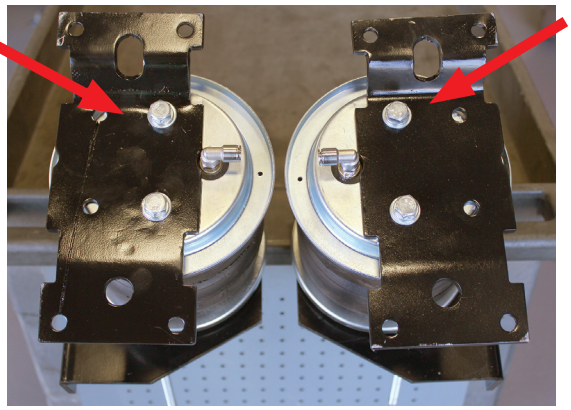

fig. D.14
7. Figure D.14 shows the driver's (left) and passenger's (right) side assemblies.